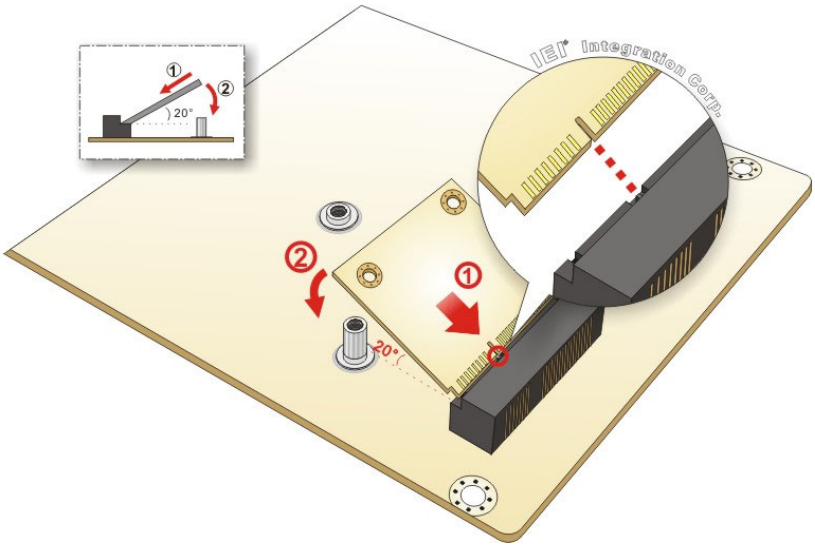

Figure 4-12: Inserting the Half-size PCIe Mini Card into the Slot at an Angle
Step 5: **Insert into the socket at an angle**. Line up the notch on the card with the notch on the slot. Slide the PCIe Mini card into the slot at an angle of about 20º (**Figure 4-12**).